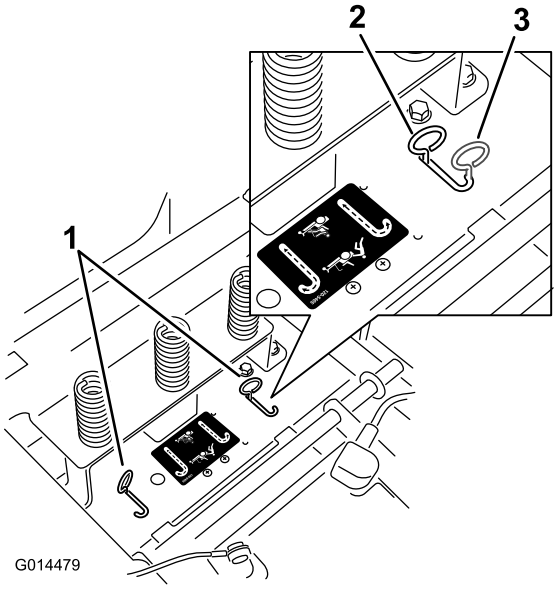

Figur 25
4. Flyt omløbshåndtagene fremad og derefter udad for at låse dem fast, som vist i Figur 25, for at udkoble hjulmotorerne. Gentag dette for hvert håndtag.
Flyt omløbshåndtagene indad, og skub dem tilbage til den vandrette rille (Figur 25) for at indkoble hjulmotorerne.